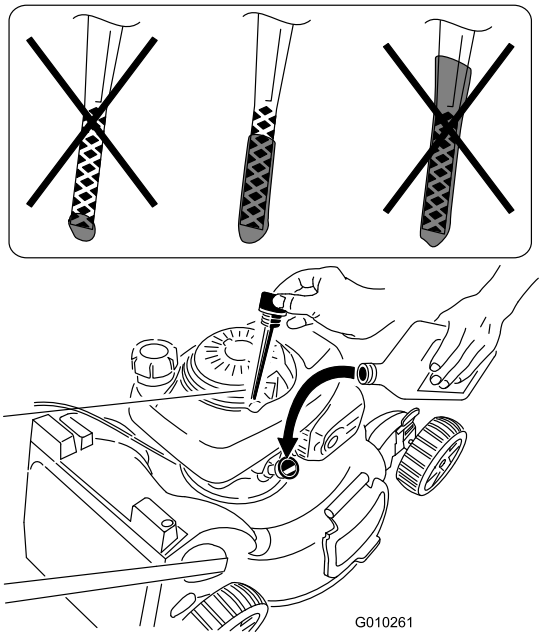

Figur 24
4. Häll **långsamt** olja i påfyllningsröret och kontrollera nivån med oljestickan med jämna mellanrum tills oljestickan visar att motorn är full, i enlighet med Figur 24. **Fyll inte på för mycket.** (Maximal påfyllning: 0,55 l, typ: SAE 30 renad olja med API-klassificering SH, SJ, SL eller högre.)